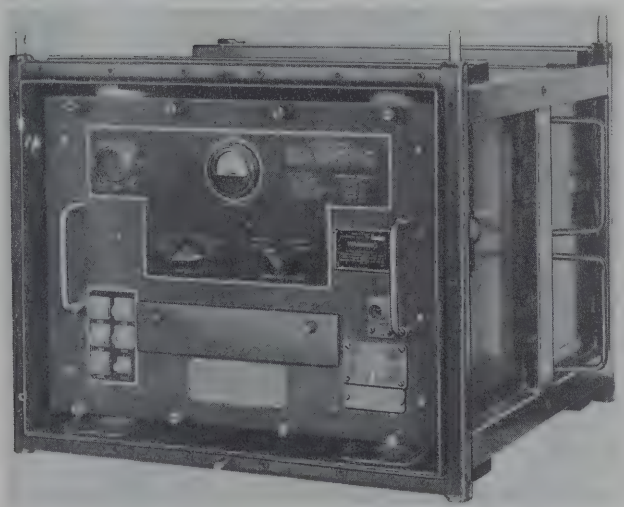

Figure 1–5. Signal Comparator CM-36A/TPS-1D
e. POWER SUPPLY PP-674A/TPS-1D. *(See figure 1–6.)*